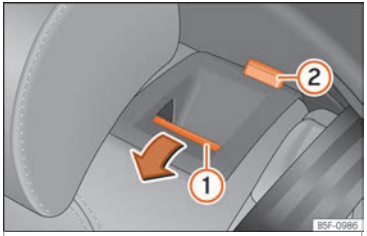

Fig. 118 Asiento trasero: abatir el respaldo.
- Pulse la tecla de desbloqueo ››› fig. 118 ① hacia delante y, al mismo tiempo, abata el respaldo. El respaldo trasero está desbloqueado cuando se ve una marca roja en la tecla ②.
El respaldo trasero está desbloqueado cuando se ve una marca roja en la tecla ››› fig. 118 ②.